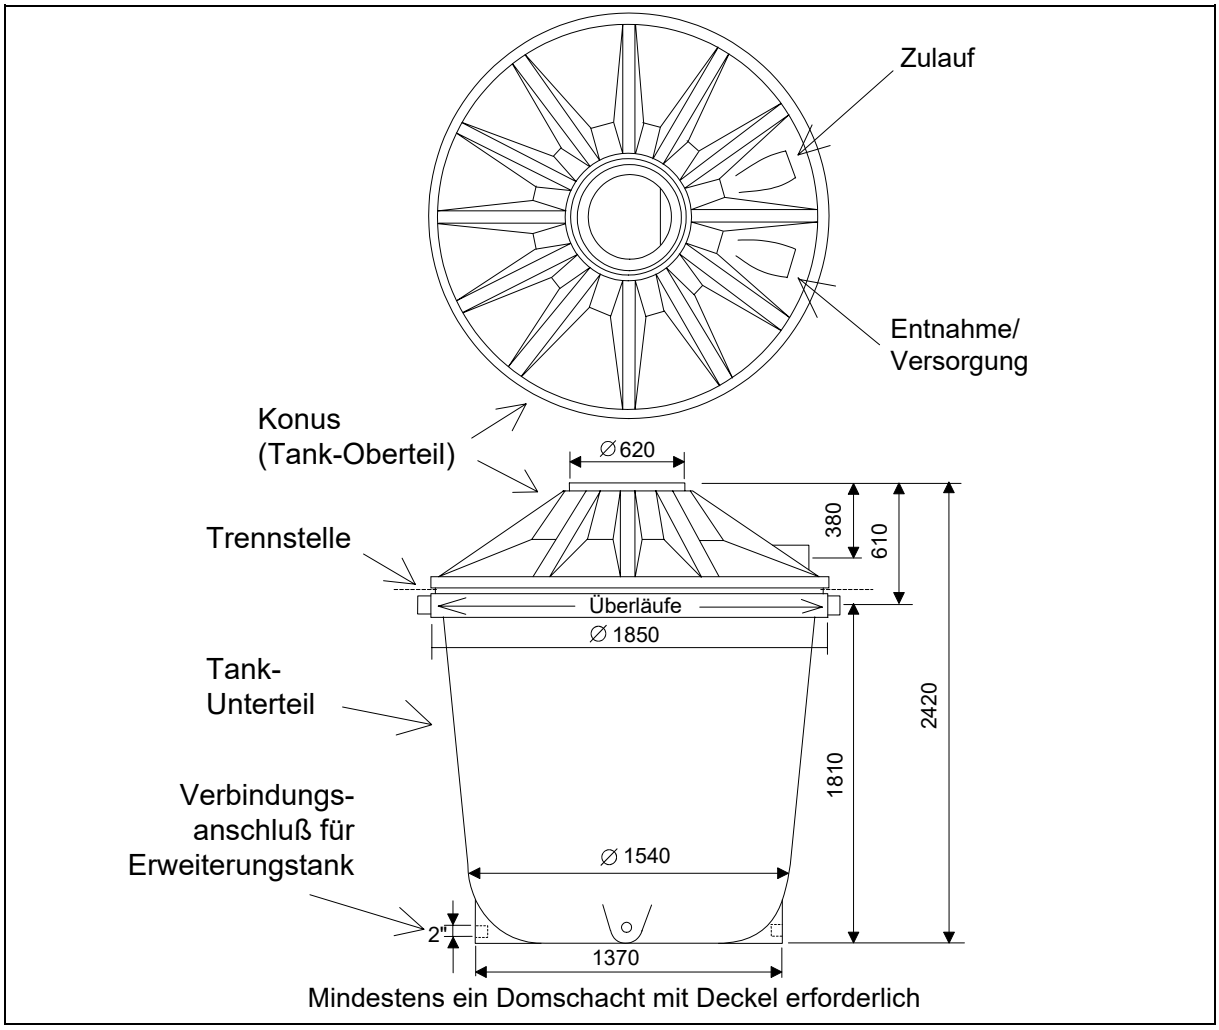

Bild 1: Abmessungen u. Bezeichnungen
1. Baugrube entsprechend der Tankgröße und Zulauftiefe herstellen (s. Bild 1). DIN 4124 beachten.